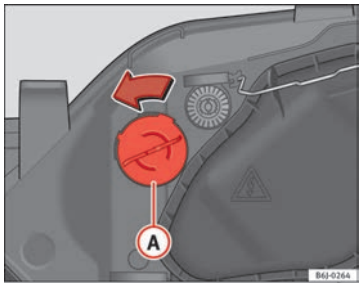

Fig. 160 Luz intermitente
– Gire el portalámparas ⇒ fig. 160 (A) a la izquierda y tirar.